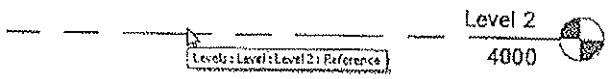

Figure 3–30
- To use (Line), align the cursor with the left end point of the existing level for the level's start point. A temporary dimension displays from that level. Select a point at the desired distance from the existing level or type a value. Drag the level line to the right until it lines up with the bubble on the existing level, and click to set the level end point, as shown in Figure 3–31.